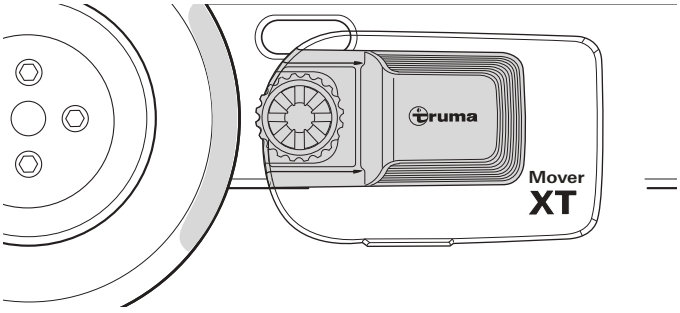

Abb. 33
- In der abgeschwenkten Position haben die Antriebsrollen auf beiden Seiten einen Abstand von ca. 20 mm vom Reifen (Abb. 33). Überprüfung des richtigen Abstandes zwischen Reifen und Antriebsrolle siehe Kapitel 6.1
- Die Statusanzeige zeigt keine Ziffer mehr an (Abb. 33).